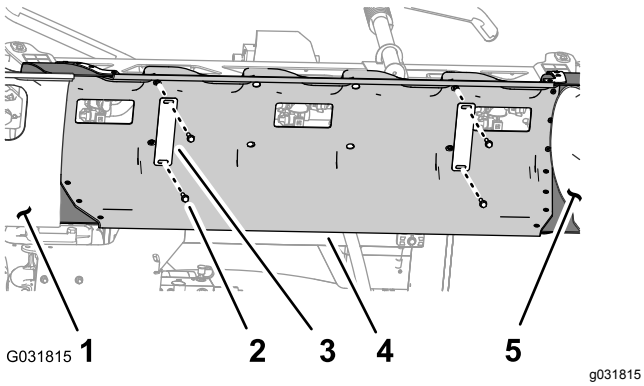

Rysunek 27
1. Przytrzymując pokrywę sekcji środkowej (11-dyszowej) wykręć 4 śruby kołnierzowe (5/16 x 1¼ cala) i 2 paski pokrywy mocujące pokrywę do wspornika pokrywy (Rysunek 27).